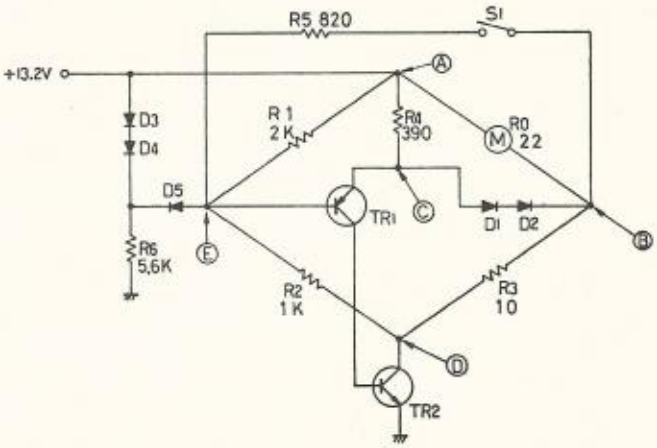

Fig. 9
ELECTRONIC SPEED CONTROL *(Figure 9 and 10)*
FAST FORWARD *(Figure 9 and 10)*
START CIRCUIT *(Figure 9 and 10)*
The start circuit comprises D_3, D_4, D_5 and R_6 in *figure 9* and without which TR_2 will remain cut off when the power is applied. This circuit holds the voltage at (E) lower than (A), which causes TR_1 and TR_2 to conduct.